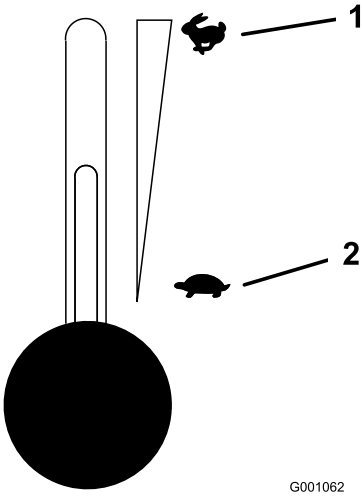

Figur 13
5. Flyt gashåndtaget til midterpositionen (Figur 13).
2. Flyt gashåndtaget, så det står midtvejs mellem hurtig og langsom position (Figur 13).